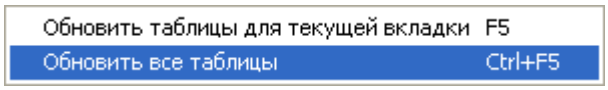

Рисунок 6-9 Выбор в контекстном меню действия «Обновить таблицы для текущей вкладки»
– «Обновить все таблицы» (см. Рисунок 6-9).